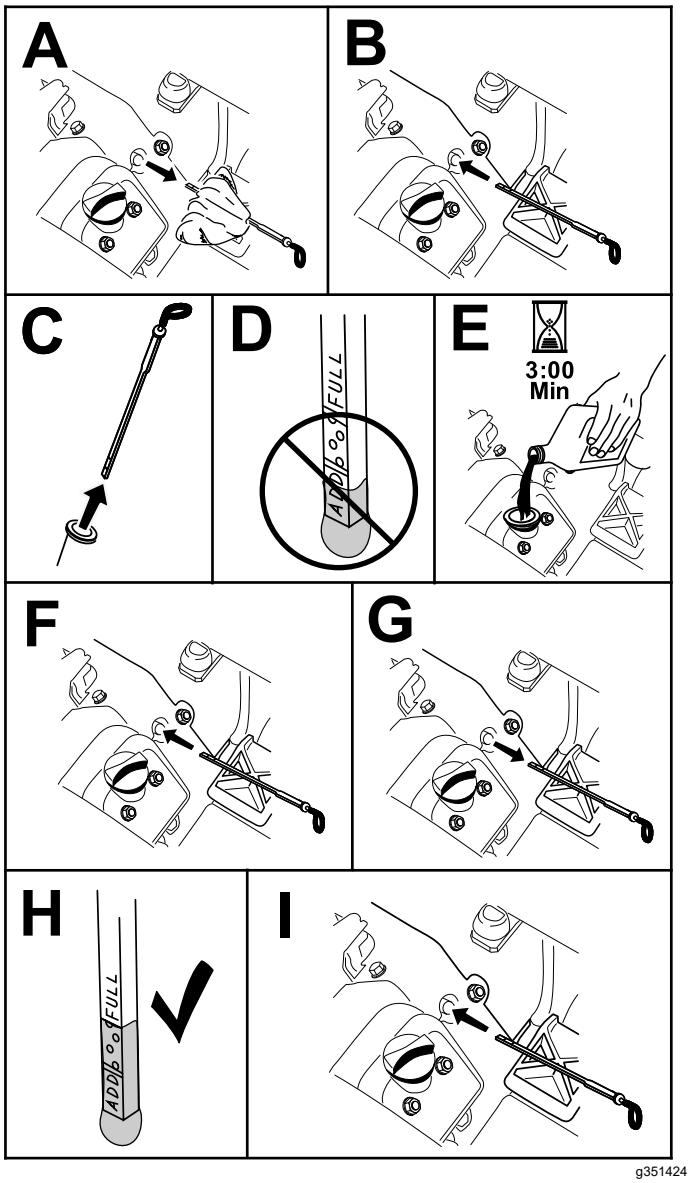

Figur 25
5. Sätt i oljestickan i röret och se till att den sitter som den ska. Ta ut oljestickan ur röret och kontrollera oljenivån. Om oljenivån är låg tar du bort påfyllningslocket från ventilkåpan och fyller på med den angivna oljan tills oljenivån når markeringen Full på oljestickan (Figur 25).